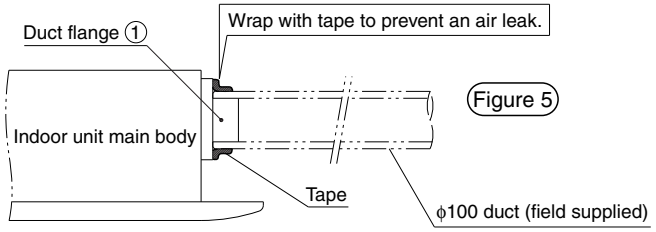

Figure 5
1) Connect the duct to the outside of the duct flange. (Figure 5)